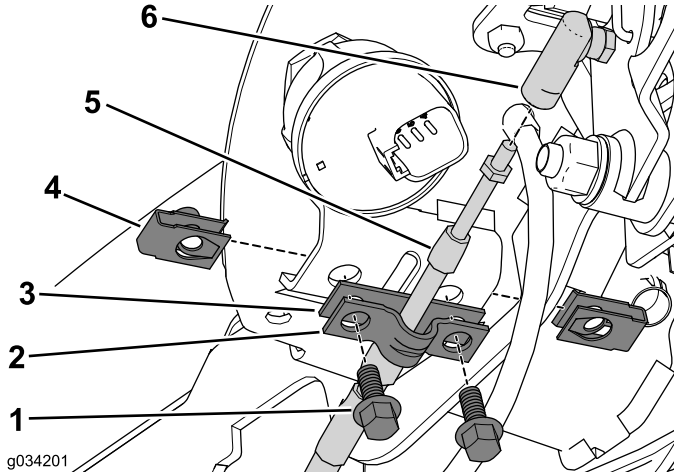

Рисунок 5
1. Снимите два болта и две гайки с зажимами, которые крепят хомут троса и регулировочную прокладку к узлу консоли (Рисунок 5).
2. Отложите в сторону хомут троса и удалите в отходы регулировочную прокладку (Рисунок 5).
3. Отсоедините трос фиксации нейтрального положения от соединителя троса (Рисунок 5).